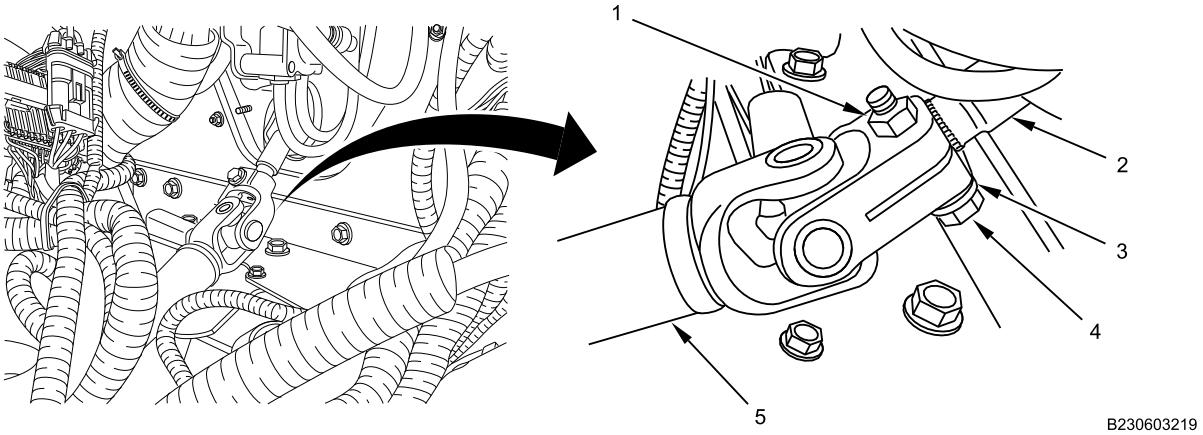

Figure 1. Steering Shaft.
1. Remove upper bolt (Figure 1, Item 4), flat washer (Figure 1, Item 3) and locknut (Figure 1, Item 1) at steering column (Figure 1, Item 2). Discard locknut and bolt.
2. Slide steering shaft (Figure 1, Item 5) off splined shaft of steering column (Figure 1, Item 2).